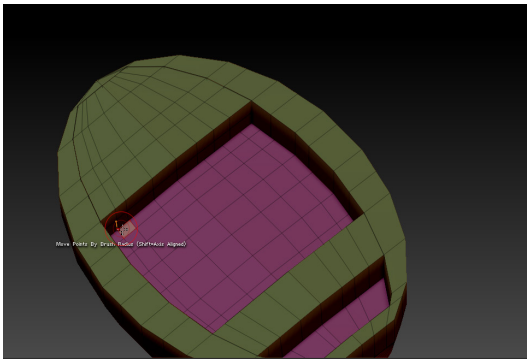
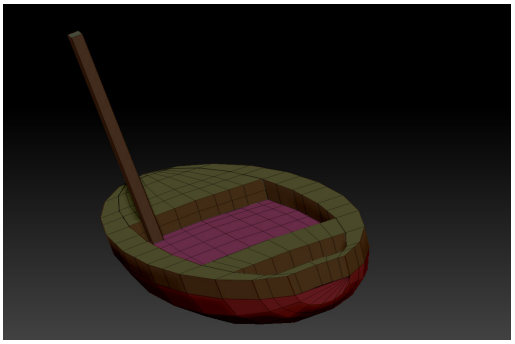

Figure 3-125 *Selected polygon*
Figure 3-126 *The extruded polygon*
12. Select the polygon of the sphere, as shown in Figure 3-125 and drag the cursor upward; the polygon is extruded, as shown in Figure 3-126.